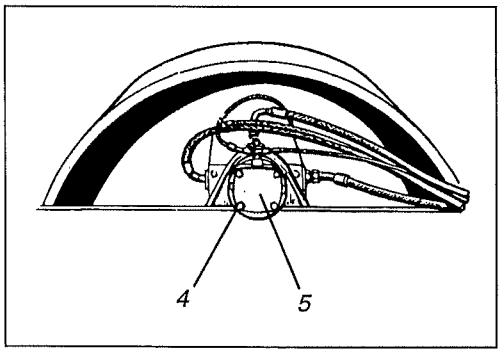

Fig. 28 ***Freno del rodillo***
1. Quitar la contratuerca (2) y enroscar los tornillos (3) unos 30 mm. Están en el eje trasero, hay un tornillo a cada lado del cárter del diferencial.
2. Limpiar los alrededores del freno del rodillo (5), fig. 28, y desenroscar los cuatro tornillos de fijación (4) que están ubicados en el lado exterior de la caja de cambios del rodillo.